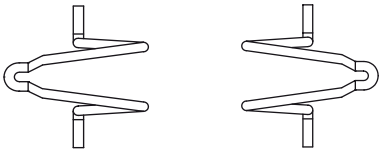

*Fig.44*
– Pair of connector retention clips HZZ01209-G; see fig. 44